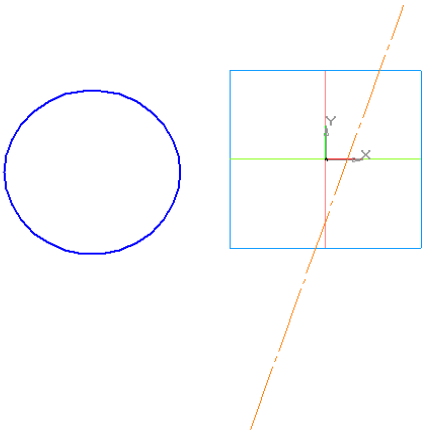

Рис. 3.14. Подготовка эскиза для создания тела вращения Тор.
Мы создали эскиз Окружность для получения тела вращения. Теперь необходимо начертить осевую линию (рис. 3.14).
3.6. Проведите отрезок осевой линии так, чтобы он не пересекал образующую (рис. 3.14).